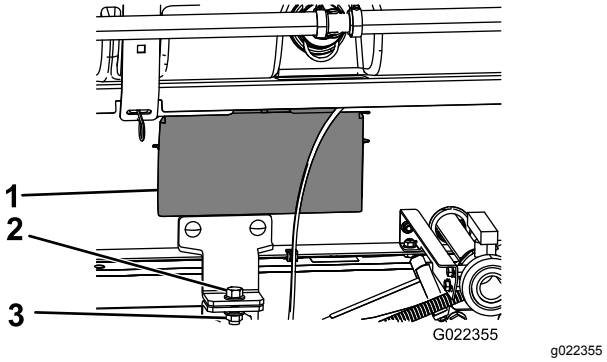

Figur 36
5. Fjern tilgangspanelene på begge sider av gliderammen (Figur 36).
8. Fest holdebrakettene for tankens gliderramme til planbraketten på hver side av rammen med en bolt (½ x 1½ tommer) og en låsemutter (½ tomme), som vist i Figur 36.